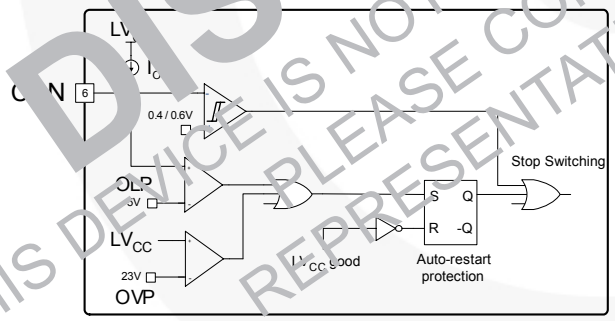

Figure 21. Internal Block of Control Pin
4. Control Pin: The FAN7621B has a control pin for protection, cycle skipping and remote on/off. Figure 21 shows the internal block diagram for control pin.